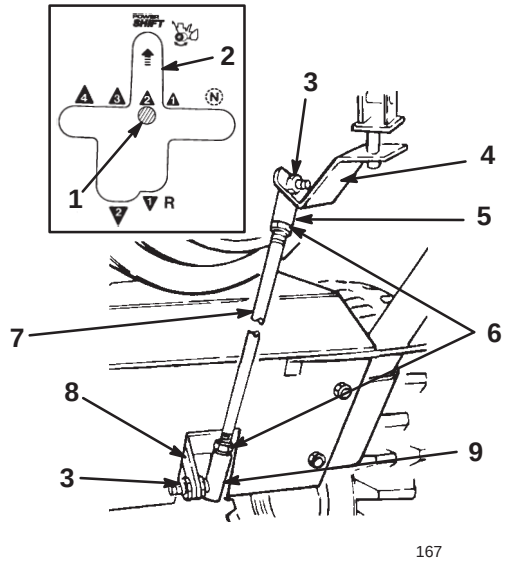

Figure 6
1. Insert the upper ball joint stud through the front of the shift bracket and secure it with a locknut (Fig. 6).
2. Insert the lower ball joint stud through the right side of the transmission lever and secure it with a locknut (Fig. 6).
3. Shift the snowthrower into second gear and check the shift rod alignment with the Power Shift slot (see inset in Fig. 6).
A. Disconnect the ball joint from the transmission lever and loosen the jam nut (Fig. 6).
B. Rotate the ball joint up or down until the gear shift lever aligns with the Power Shift slot (Fig. 6).
C. Install the ball joint to the transmission lever and tighten the jam nut (Fig. 6).